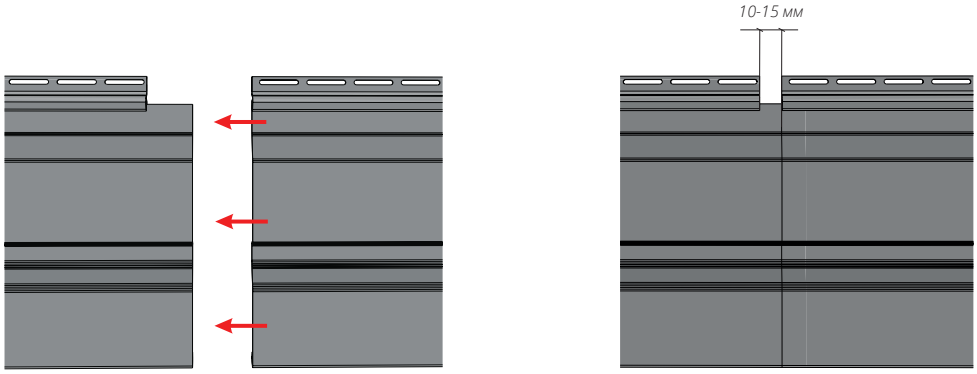

*Рисунок 85*
**19.6** Сайдинг возможно соединять внахлест (рис. 85), но при таком соединении будет заметен стык панелей, в процессе эксплуатации возможно будет виден зазор между панелями. Чтобы исключить неэстетичное соединение, необходимо использовать Н- профиль. **Производитель НЕ РЕКОМЕНДУЕТ осуществлять монтаж внахлест.**